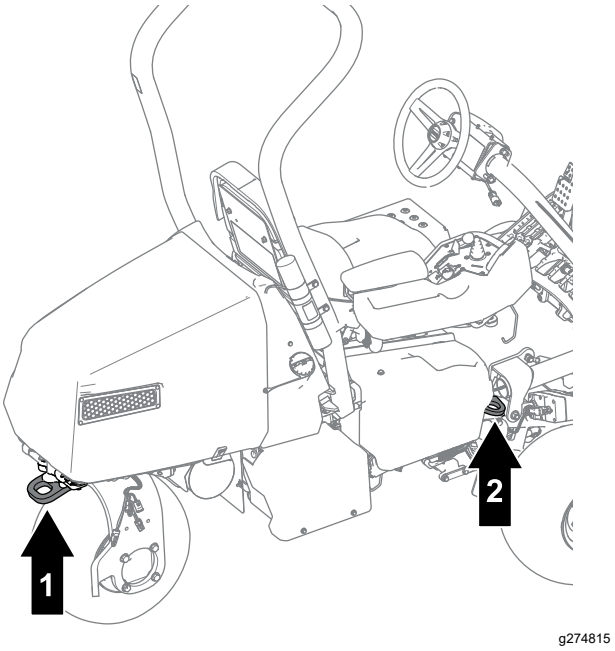

Bild 37
- Befestigen Sie die Maschine sicher mit Gurten, Ketten, Kabeln oder Seilen. Die vorderen und hinteren Gurte sollten nach unten und außerhalb der Maschine verlaufen (Bild 37).